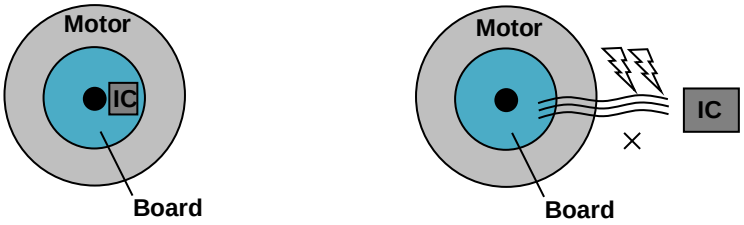

Figure 32. IC の配置
1) 一般的に三相センサレスドライバは、モータの回転による誘起電圧を検出し、適切な論理を三相に与えることでモータを回転させます。配線ノイズ、抵抗は誘起電圧の検出に影響を与えます。よって Figure 32 の様にモータから IC までの配線は短くし、モータの基盤に IC を配置するようにして下さい。